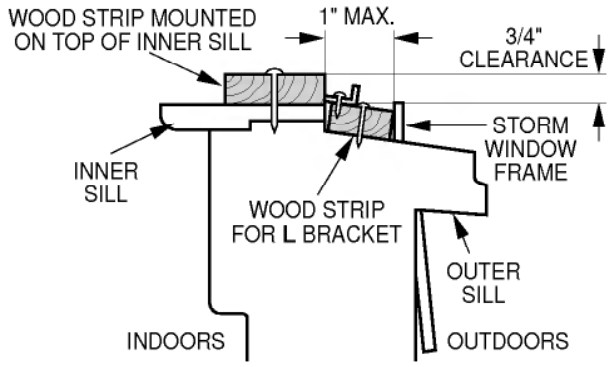

Figure 24
2. If storm window presents interference, fasten a 2" wide wood strip to the inner window sill across the full width of the sill. The wood strip should be thick enough to raise the height of the window sill so that the unit can be installed without interference by the storm window frame. See Figure. 24. Top of wood strip should be approximately 3/4" higher than the storm window frame (STORM WINDOW FRAME) or wood strip (OUTDOORS) to help condensation to drain properly to the outside.
3. Install a second wood strip (approximately 6" long by 11/2" wide and same thickness as first strip) in the center of the outer sill flush against the back off the inner sill. This will raise the L bracket as shown Figure. 24.